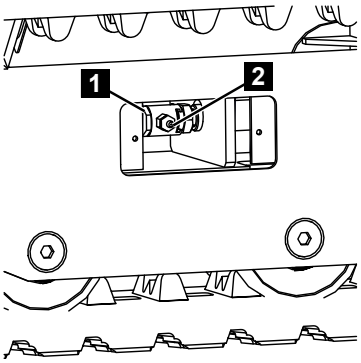

Fig. 189
4. Turn the sliding coupling (Fig.189/1) 180° clockwise until the grease nipple (Fig.189/2) faces outwards.
5. Use a grease gun to inject multi-purpose grease through the grease nipple (Fig.189/2) until the track has been tensioned.